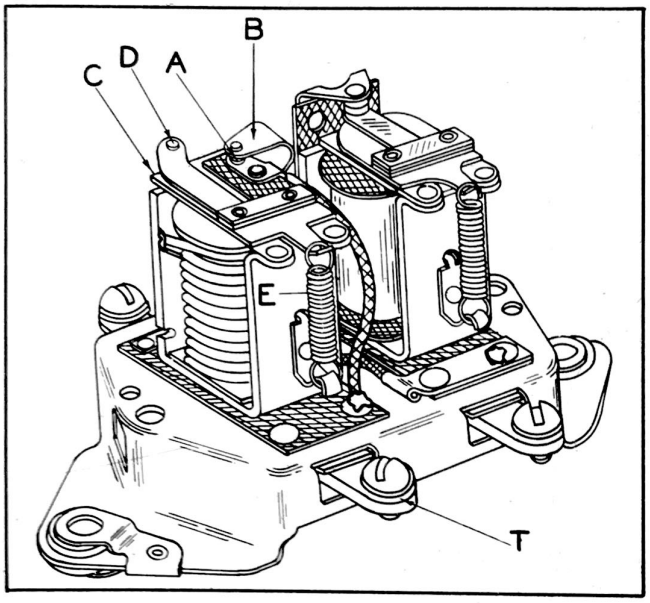

Figure 139
When the ignition switch is turned on the circuit is completed from the ignition switch, through the bulb, to the "T" terminal of the voltage regulator, Fig. 139, to the insulated contact points (A), to